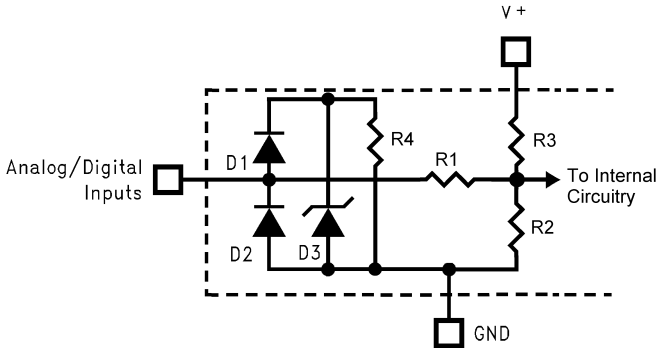

Figure 2. ESD Protection Input Structure
(1) Parasitics and or ESD protection circuitry are shown in Figure 2 for the LM87's pins. The nominal breakdown voltage of the zener D3 is 6.5 V. Care should be taken not to forward bias the parasitic diode, D1, present on pins: A0/NTEST_OUT, A1 and DACOut/NTEST_IN. Doing so by more than 50 mV may corrupt a temperature or voltage measurement.
(2) Typicals are at T_J = T_A = 25 °C and represent most likely parametric norm.
(3) Limits are specified to TI's AOQL (Average Outgoing Quality Level).
(4) The Temperature Error specification does not include an additional error of ±1°C, caused by the quantization error.
(5) The Temperature Error will vary less than ±1°C over the operating Vcc range of 2.8V to 3.8V.
(6) TUE (Total Unadjusted Error) includes Offset, Gain and Linearity errors of the ADC.
(7) Total Monitoring Cycle Time includes all diode checks, temperature conversions and analog input voltage conversions. Fan tachometer readings are determined separately and do not affect the completion of the monitoring cycle.
(8) This is the lowest DAC code specified to give a non-zero DAC output.